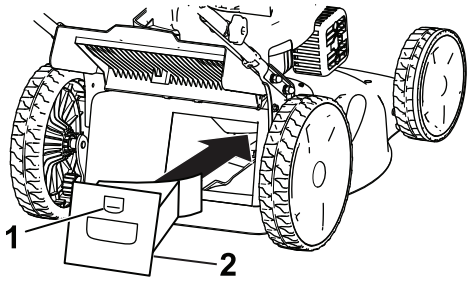

Figur 17
1. Hev og hold oppe bakluken (Figur 17).
2. Monter kvernepluggen i huset, og lås pluggen i åpningen på huset (Figur 17).